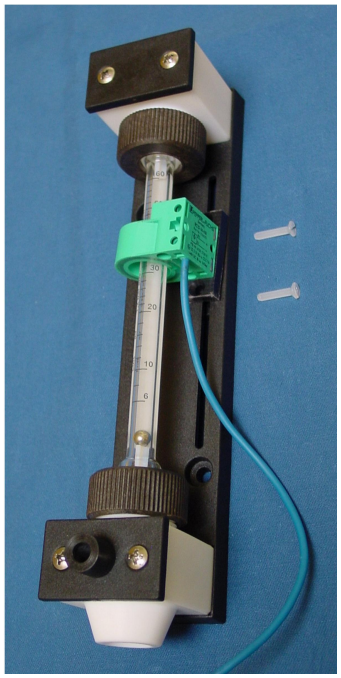

Рис. 1
Удалите вертикальные пластиковые винты (1) с крепежной платы порогового выключателя (см. Рис. 1). Одновременно освобождается крепежная плата на задней стороне измерителя протока.